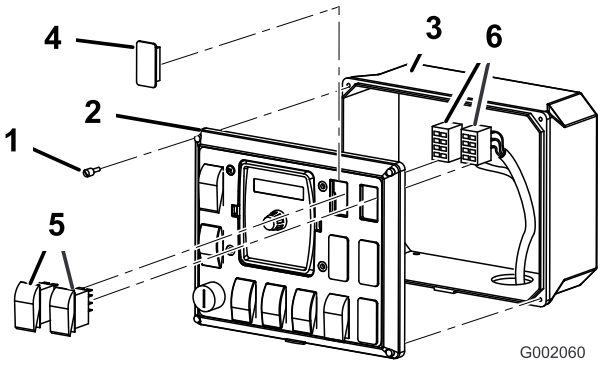

Figur 28
1. Løsn de 4 skruer, der fastgør frontpanelet til kontrolkassen (Figur 28).
2. Fjern frontpanelet, så indersiden af kontrolkassen bliver tilgængelig (Figur 28).
3. Løft og fjern de 2 propper fra sprøjteenhedens kontrolpanel på køretøjet, og monter de 2 medfølgende vippekontakter i stedet (Figur 28).